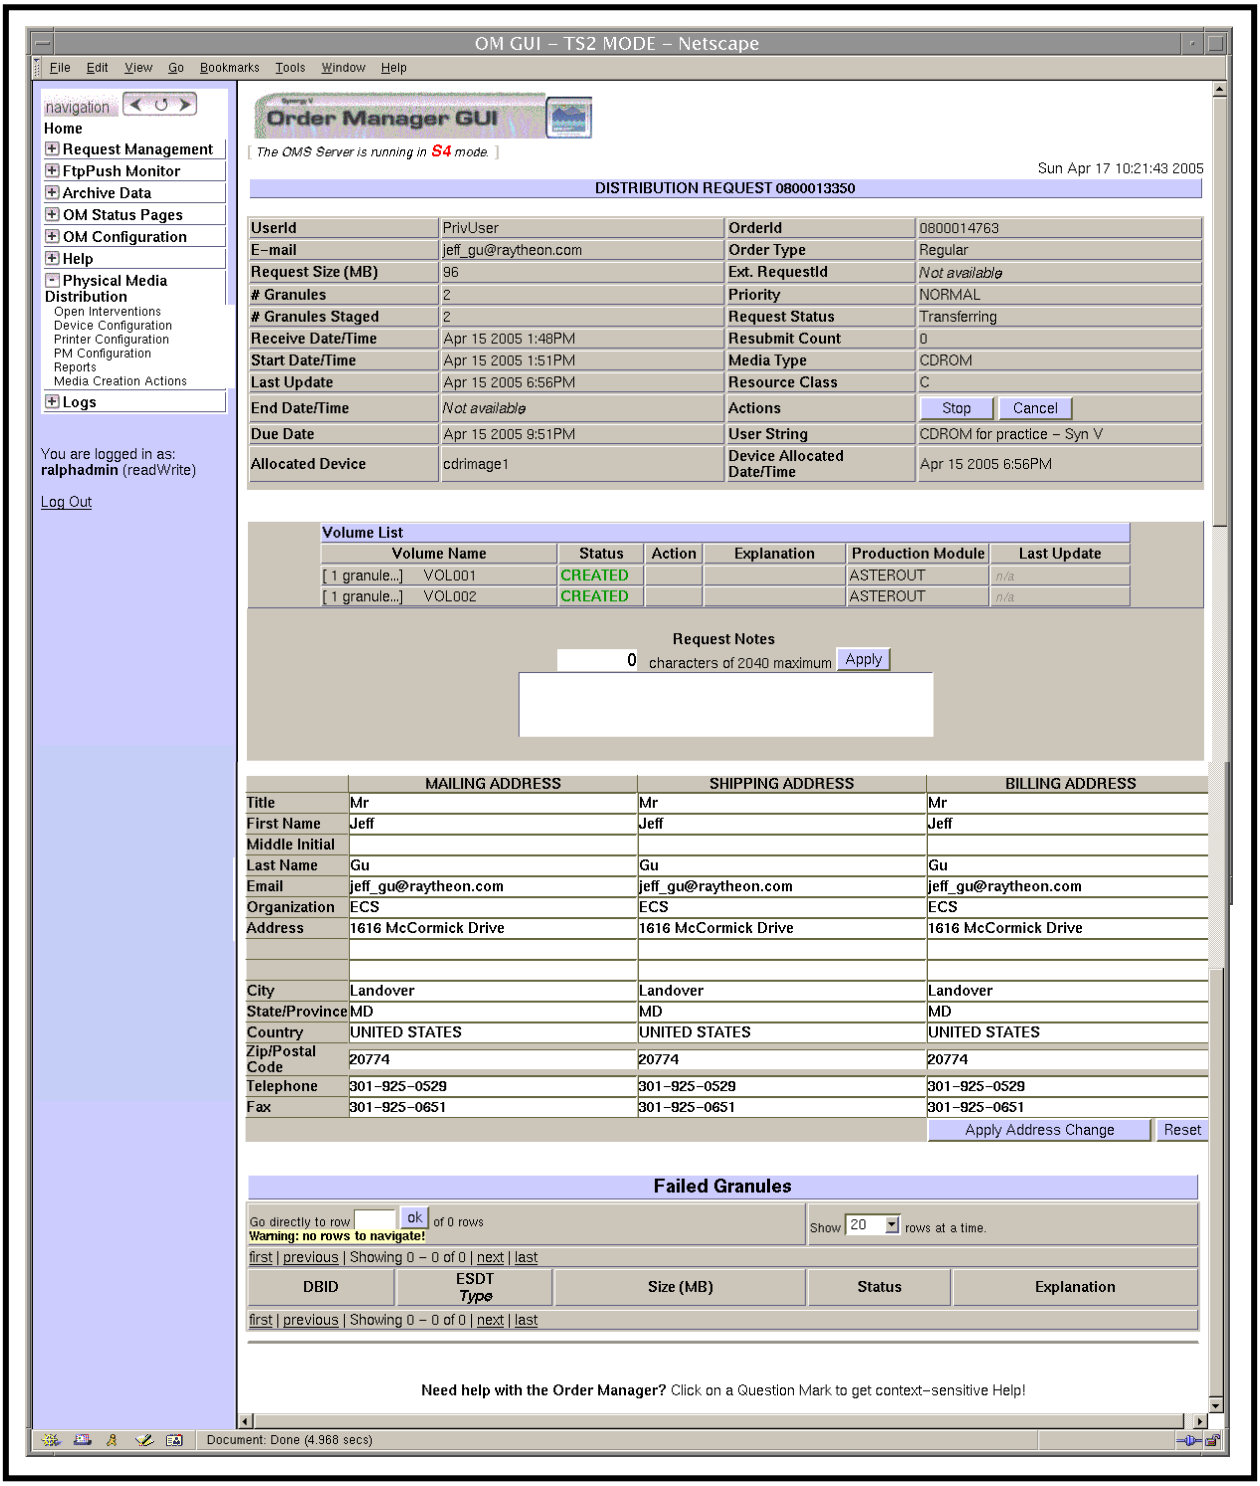
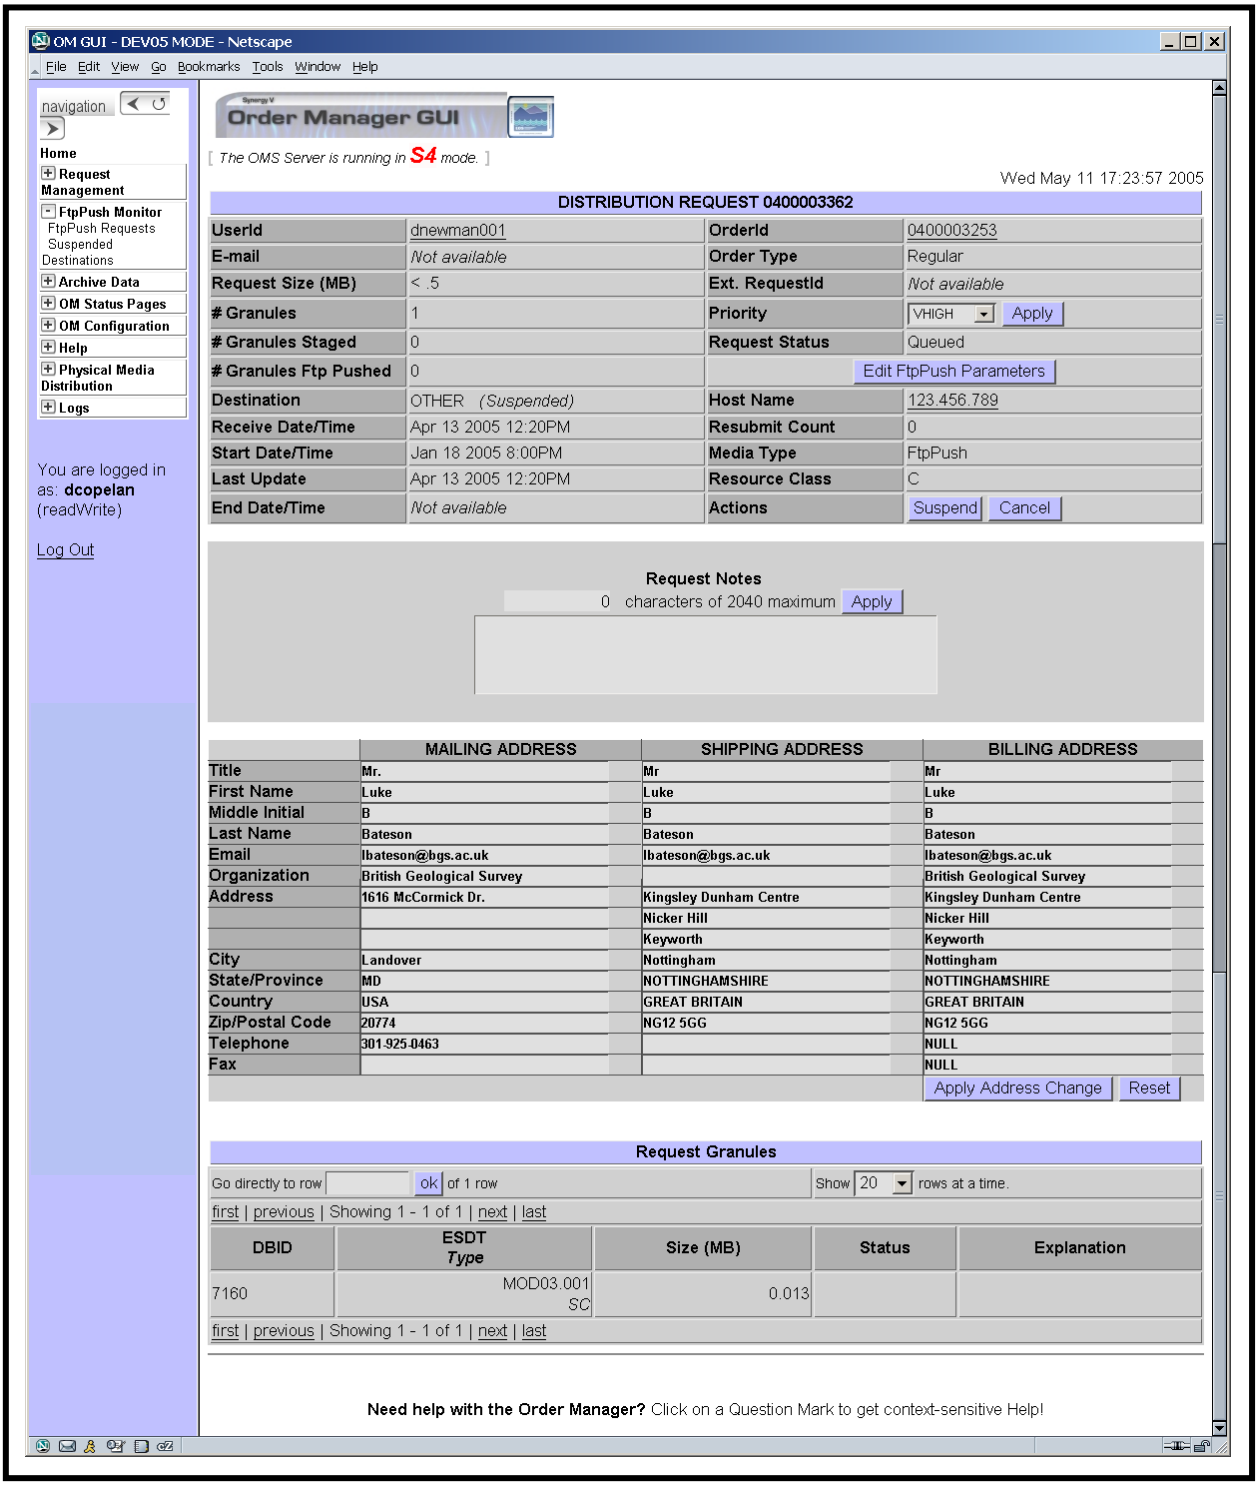

Figure 31. Distribution Request Detail (DISTRIBUTION REQUEST X) Page (Physical Media)
Figure 32. Distribution Request Detail (DISTRIBUTION REQUEST X) Page (Non-Physical Media)
- Clicking on a specific Order ID or Request ID brings up a screen containing more detailed data concerning that particular order (e.g., Figure 21) or request (e.g., Figure 31 or Figure 32).
- For example, clicking on Request ID **0800013350** brings up a **Distribution Request Detail** page (i.e., **DISTRIBUTION REQUEST 0800013350 -** Figure 31) that displays the following types of data (as applicable) concerning the request:
- **Request Size (MB).**